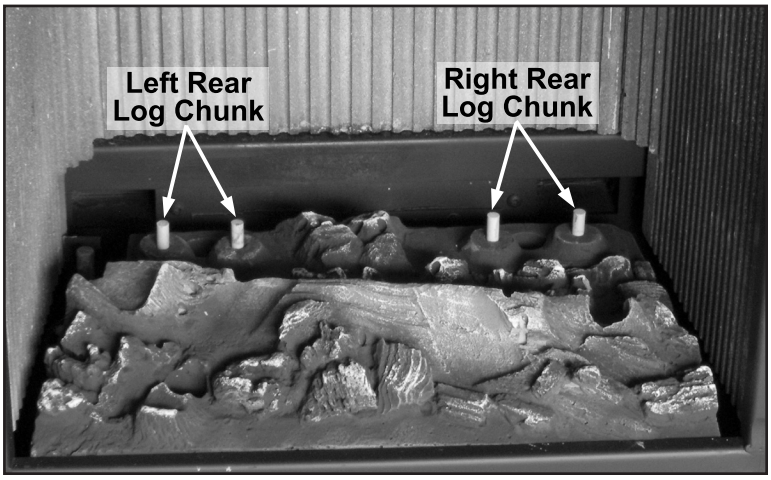

Figure 50: Log Placement of Rear Log Chunks.
2. Place the Left Rear Log Chunk on the two (2) left rear pins and the Right Rear Log Chunk on the two (2) right rear pins (refer to Figures 50 and 51).